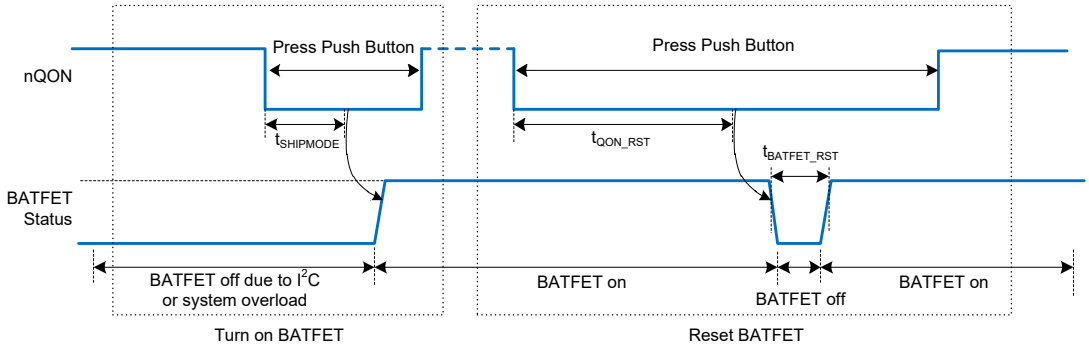

Figure 11. nQON Enable and Reset BATFET Timing
1. Enable BATFET: Applying an nQON logic high to low transition with longer than $t_{SHIPMODE}$ deglitch time (negative pulse) turns on BATFET to exit ship mode (Figure 11 left). HIZ is also enabled (EN_HIZ = 1) when exiting shipping mode. After exiting shipping mode, the host can disable HIZ (EN_HIZ = 0). OTG cannot be enabled until HIZ is disabled (OTG_CONFIG = 1).
2. Reset BATFET: By applying a logic low for a duration of at least t_{QON_RST} to nQON pin while VBUS is not powered and BATFET is allowed to turn on (BATFET_DIS = 0), the BATFET turns off for t_{BATFET_RST} and then it is re-enabled resulting in a system power-on reset. This function can be disabled by clearing EN_BATFET_RST bit (Figure 11 right).